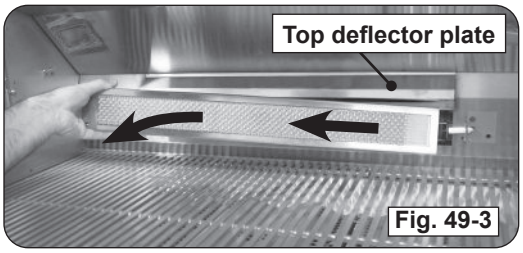

Fig. 49-3
5. Remove the backburner by lifting the left side outward and to the left. See Fig. 49-3.
Note: The top deflector plate may become loose when removing the backburner. Ensure the deflector is properly in place when reinstalling the backburner (See Fig. 49-3).